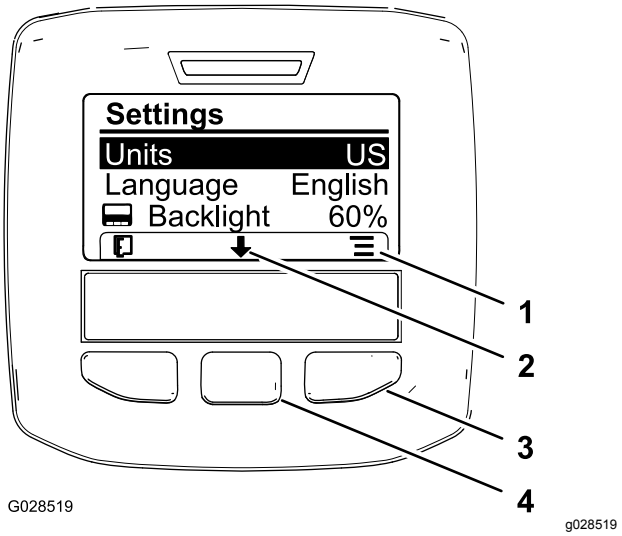

Figur 21
2. Måleenhed ændres ved at trykke på den højre valgknap for at ændre de angivne måleenheder (Figur 21).
3. Det viste sprog på skærmen ændres ved at trykke på den midterste valgknap (knappen under nedpilen på skærmen) for at flytte den valgte indstilling til sprog (Figur 21).
4. Tryk på den højre valgknap (knappen under listeikonet på skærmen) for at fremhæve det angivne sprog, der bruges på skærmen (Figur 21).
6. Tryk på den venstre valgknap for at vende tilbage til startskærmen (Figur 21).